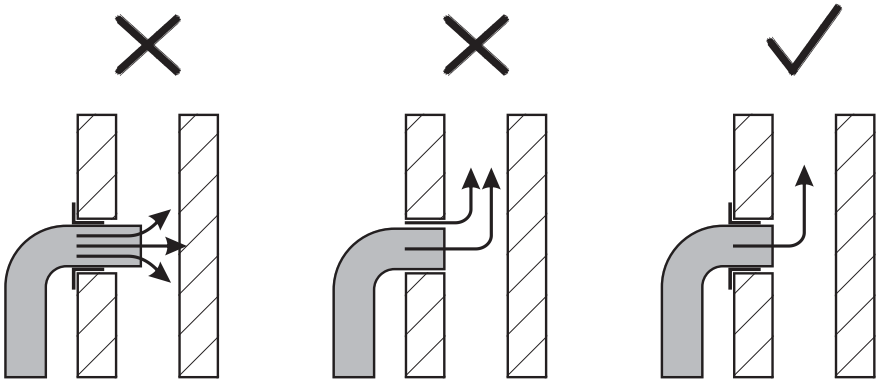

Figure 2b
- the flue pipe must not be inserted too deeply and the connection openings must be sealed (Figure 2b).